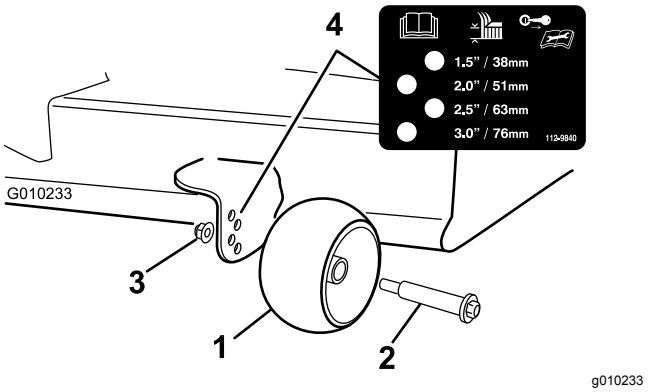

Figura 19
3. Ajuste os rolos antidanos (Figura 19) para corresponder à posição da altura de corte mais próxima.